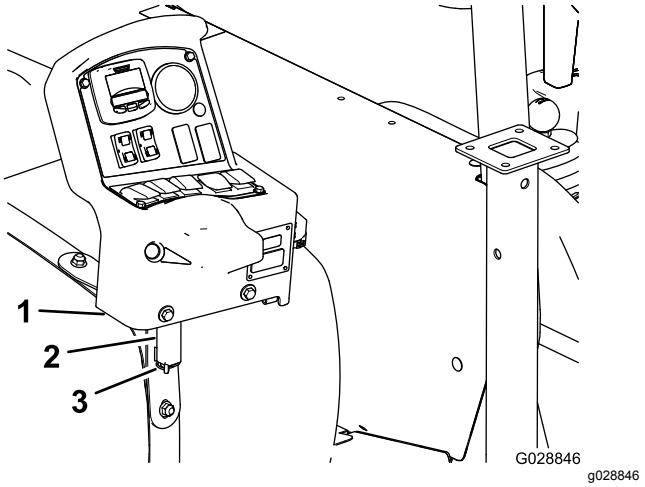

Figur 6
2. Rett inn svingbolten på kontrollkonsollen med lagringsbraketten på den fremre tankstroppen (Figur 6).
3. Monter konsollen på braketten og fest svingbolten til braketten med hårnålen (Figur 6).